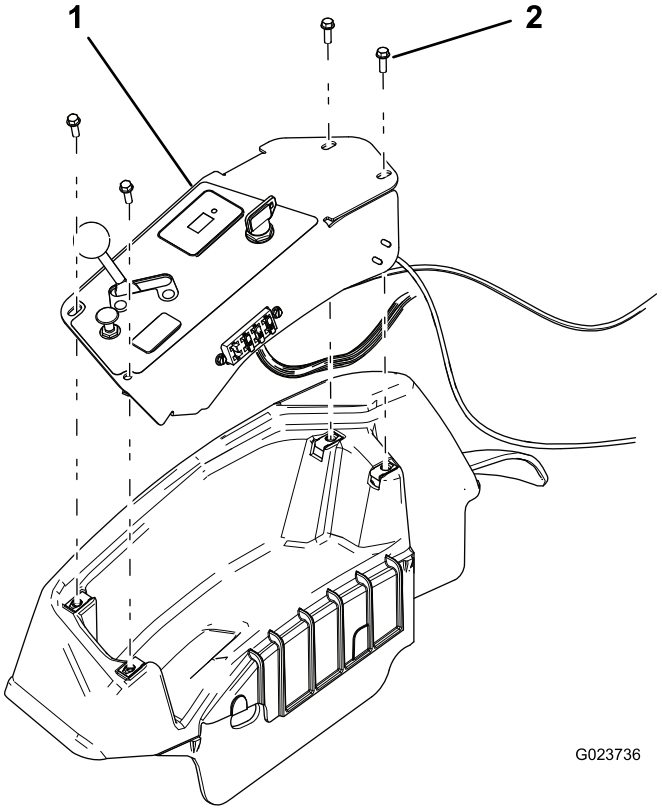

Figur 33
1. Afmonter kontrolpanelet (Figur 33).